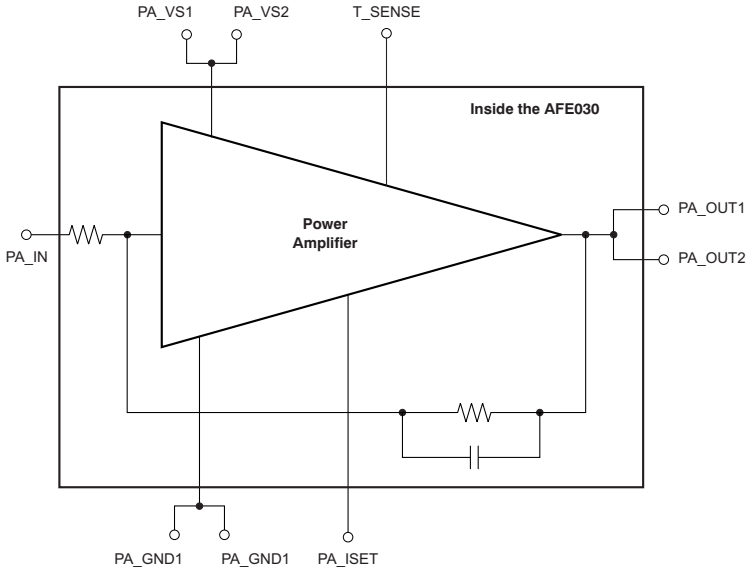

Figure 25. PA Block Equivalent Circuit
The Power Amplifier (PA) block consists of a high slew rate, high-voltage, and high-current operational amplifier. The PA is configured with an inverting gain of 6.5 V/V, has a low-pass filter response, and maintains excellent linearity and low distortion. The PA is specified to operate from 7 V to 26 V and can deliver up to ±1.0 A of continuous output current over the specified junction temperature range of –40°C to +125°C. Figure 25 illustrates the PA block.